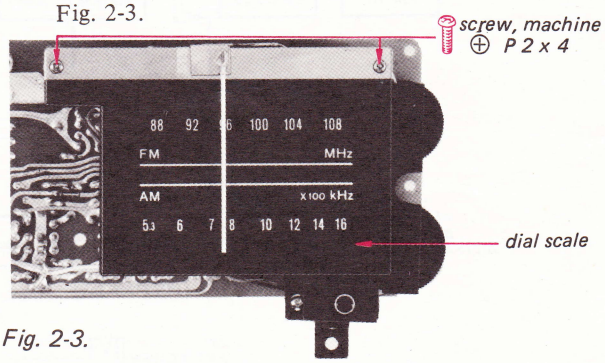

Fig. 2-3.
2. Remove the dial scale from the pulley shaft by removing the two machine screws as shown in Fig. 2-3.